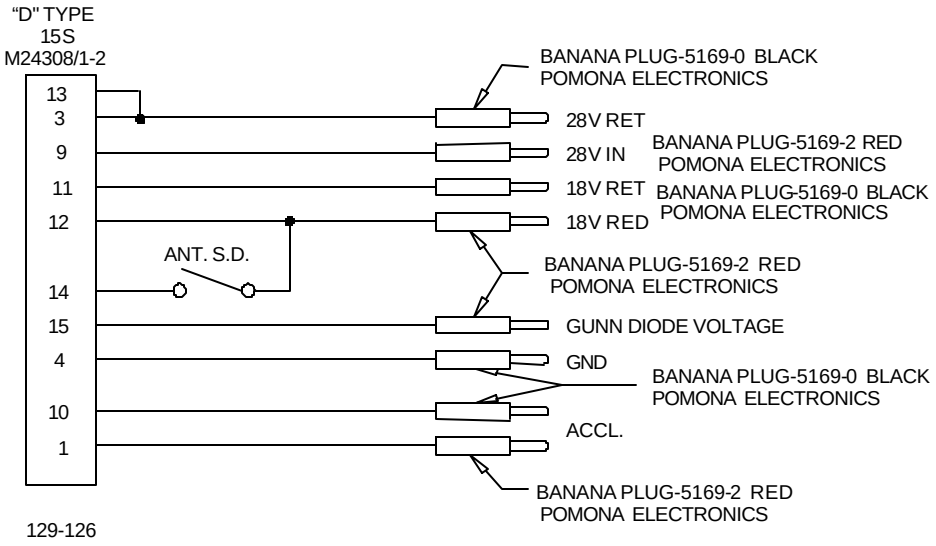
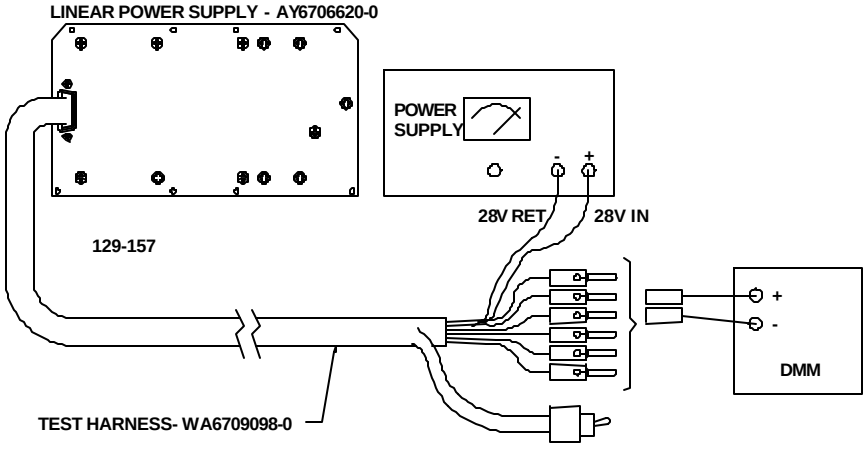

Figure 3-12. Transceiver PS Test Harness, P/N WA6709098-0
Figure 3-12A. Transceiver PS Test Set-up
The test setup for the Transceiver Power Supply is as shown in Figure 3-12A. The power supply is tested using cable as shown in Figure 3-12. This test cable may be locally manufactured using components defined in Figure 3-12. Refer to Figure 3-8 for location of components.
a. Disconnect P1 (4) (type 15S) from Power Supply Module.
b. Connect transceiver power supply test cable to Power Supply Module (5). See Figure 3-12A.